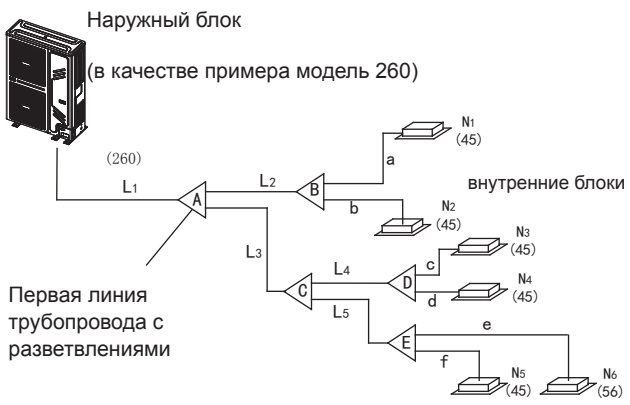

Рис. 4-6
- Магистральная труба (см. рис. 4-6 и таблицу 4-4) На рис. 4-6 магистральная труба L1, производительность наружного блока 26 кВт, и по рис. 4-6 размер газовой трубы/трубы жидкости Ф22,2/Ф 9,5, кроме того общая эквивалентная длина труб стороны жидкости и стороны газа >90 м, поэтому воспользуемся таблицей 4-4 для получения размера газовой трубы/трубы жидкости Ф25,4/Ф 9,5, и в соответствии с принципом максимального значения возьмем значение Ф25,4/Ф9,5.